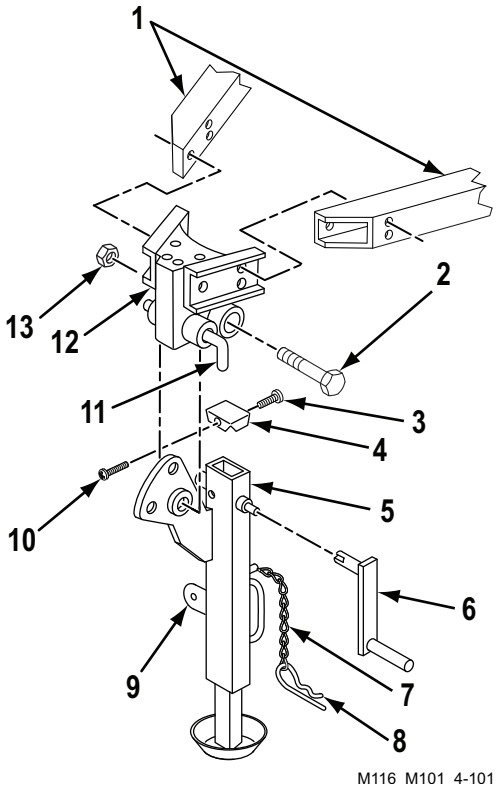

Figure 2. Adjustable Front Support Leg Installation.
1. Fill cavity of adjustable front support leg (Figure 2, Item 5) with grease. Install cap (Figure 2, Item 4) on adjustable front support leg (Figure 2, Item 5) with two screws (Figure 2, Item 3).
2. If removed, install new cotter pin (Figure 2, Item 8) on chain (Figure 2, Item 7).
1. Pullout release lever (Figure 2, Item 11) and position adjustable front support leg (Figure 2, Item 5) at drawbar bracket assembly (Figure 2, Item 12). Push in release lever (Figure 2, Item 11) to hold leg (Figure 2, Item 5).
2. Install cap screw (Figure 2, Item 2) and new self-locking nut (Figure 2, Item 13) on adjustable front support leg (Figure 2, Item 5) and drawbar bracket assembly (Figure 2, Item 12).
3. Use hand crank (Figure 2, Item 6) to make sure adjustable front support leg (Figure 2, Item 5) is in fully lowered position. Push in release lever (Figure 2, Item 11) to lock it in position.
4. Stow hand crank (Figure 2, Item 6) on stowage bracket (Figure 2, Item 9) with cotter pin (Figure 2, Item 8).
5. Remove lifting devices from both drawbars (Figure 2, Item 1).